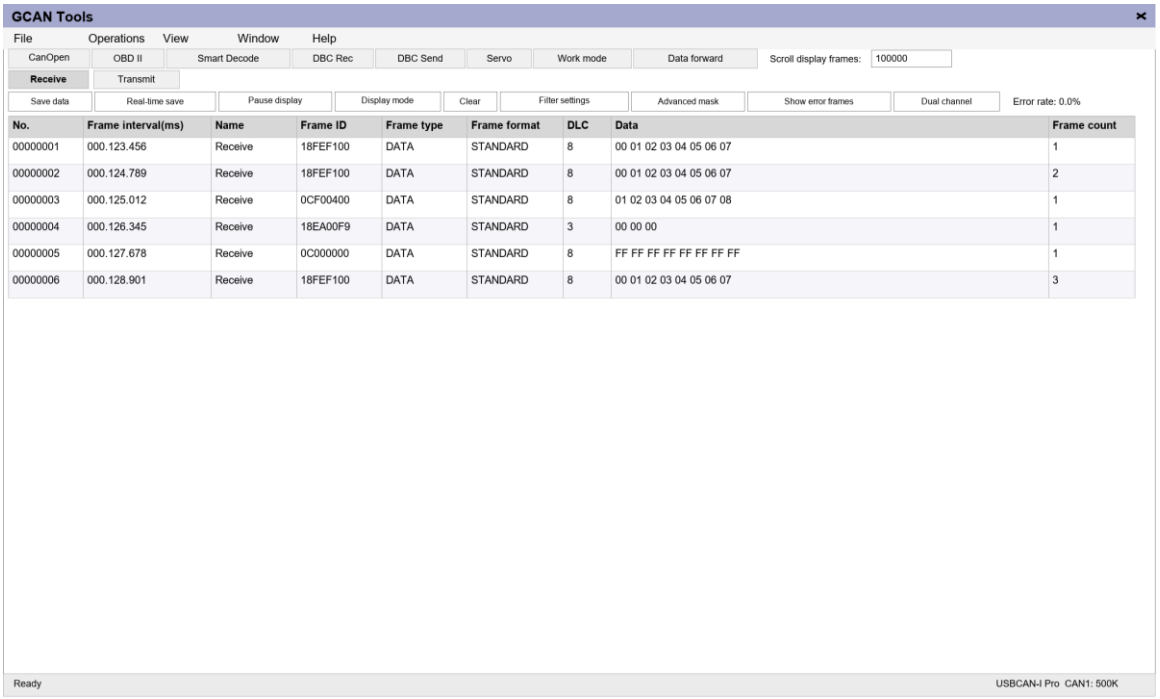

Figure 4.8 Main window (receive/transmit)
7) OK button: after selecting the baud rate, click OK to enter the software. If the hardware starts correctly, the SYS indicator changes from steady on to blinking (two consecutive blinks). The interface after a successful connection is shown in Figure 4.8.
After the device parameters are set, the software enters the working state. If there is data on the bus, the receive-data window will display it. The receive window is shown in Figure 4.8.